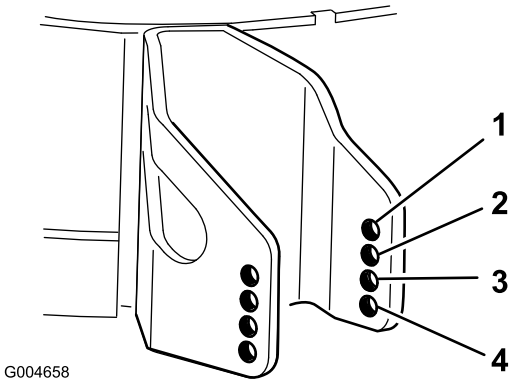

**Figur 19**
4. Vælg et hul, så antiskalperingsrullen er placeret ved den nærmeste ønskede klippehøjde (Figur 19).